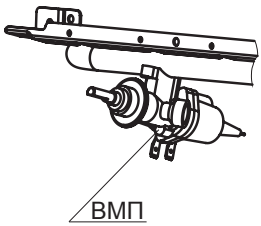

рис. 20
21.3. Настройка регулируемых ВМП в кранах-термостатах духовки (рис. 20, 21).